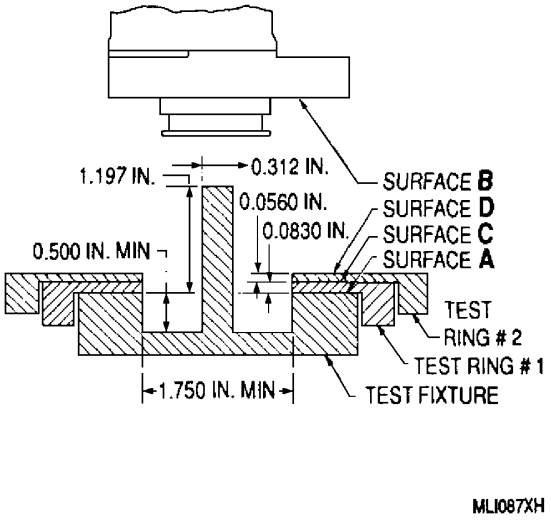

Figure 4. Thrust Sensitive Switch Test Fixture
b. Perform functional check using test fixture (figure 4) as follows:
(1) With test rings No. 1 and 2 removed and Surface A (test fixture) flush with Surface B (switch assembly), continuity shall be made from pins A to B.
(2) With test ring No. 1 installed on test fixture and Surface B (switch assembly) flush with Surface C (test ring No. 1), continuity shall be made from pins A to B.
(3) With test ring No. 2 installed on test ring No. 1 and Surface B (switch assembly) flush with Surface D (test ring No. 2), an open circuit shall exist between pins A and B.